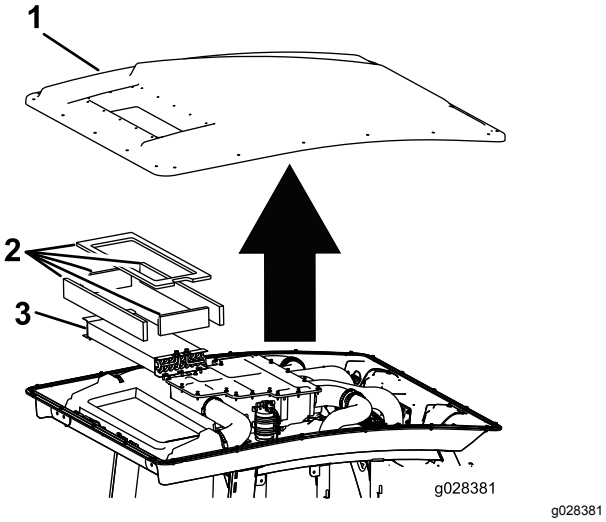

Figur 115
3. Ta bort hyttaket genom att avlägsna de 22 bultar som håller taket på plats (Figur 115).
4. Ta bort luftfiltren (Figur 115).
5. Ta bort och rengör luftkonditioneringsspolarna (Figur 115).